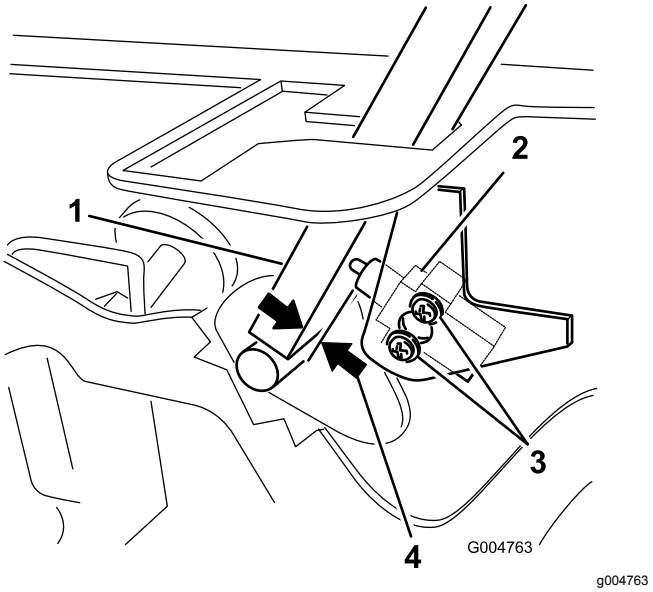

Bild 48
3. Lösen Sie die zwei Schrauben, mit denen der Sicherheitsschalter befestigt ist (Bild 48).
4. Halten Sie den Schaltbügel gegen den Rahmen und schieben den Schalter zum Hebel, bis der Abstand zwischen dem Hebel und dem Schaltergehäuse 0,4 mm bis 1 mm beträgt, wie in Bild 48 abgebildet.